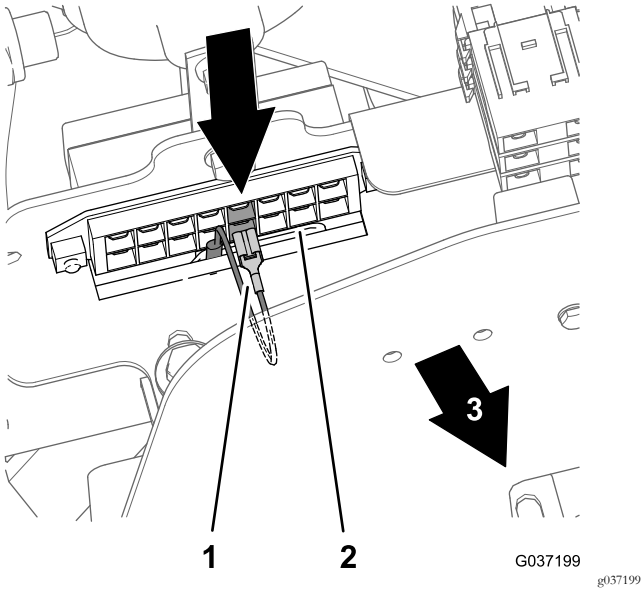

Bild 34
- Modell 30651: 5. Sicherungseinschub von links (Bild 34)